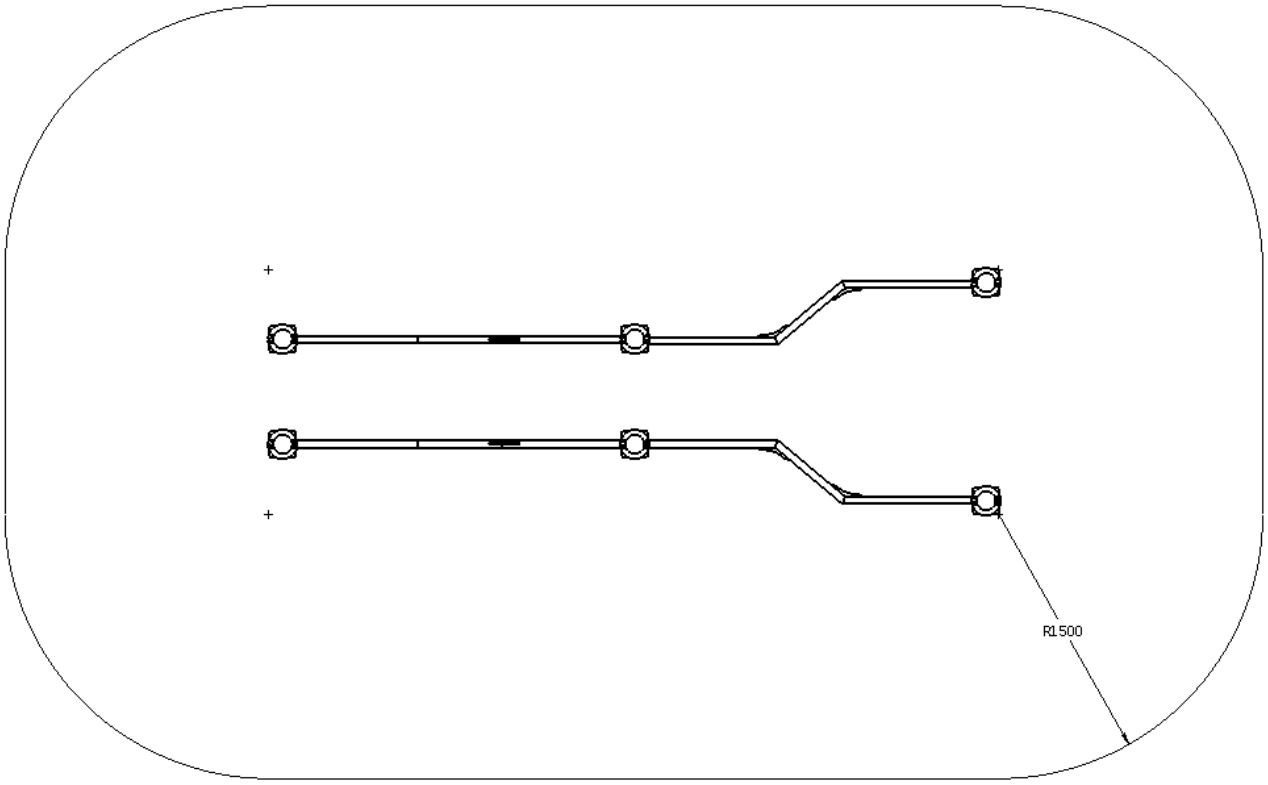

Рис.1
Над зоной безопасности, представленной на рис.1., должно быть пространство на высоту 5,3 м свободное от строений, зеленых насаждений и элементов других конструкций.
11.1.2. Установка Изделия проводится на ровной площадке, свободной от насаждений. Размер площадки не меньше указанного на зоне безопасности (см. рис.1).
На месте установки комплекса подготавливаются углубления размером 220х220 мм, глубиной 700 мм в количестве 6 штук. На дно углублений засыпается гравийная подушка высотой 100 мм и утрамбовывается. Далее устанавливаются столбы на глубину 600мм (согласно монтажной схеме рис.1). Далее столбы заливаются цементно-песчаным раствором (типа бетон), параллельно контролируя вертикальность состояния заливающихся элементов. После окончательного застывания цементно-песчаной основы, на столбы навешиваются брусья при помощи хомутов.